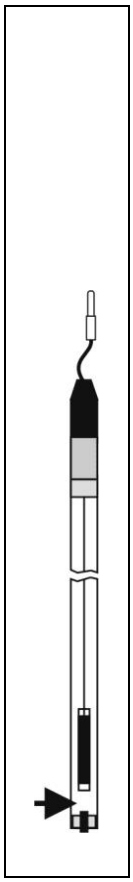

Рис.1
4.5 Перед установкой электрода в блок электродной системы анализатора следует убедиться в отсутствии воздушного пузыря между потенциалообразующим полуэлементном и резиновой пробкой с фитилем (см. рис.1). В случае наличия пузыря воздух в указанном месте электрод следует встряхнуть, как медицинский термометр.